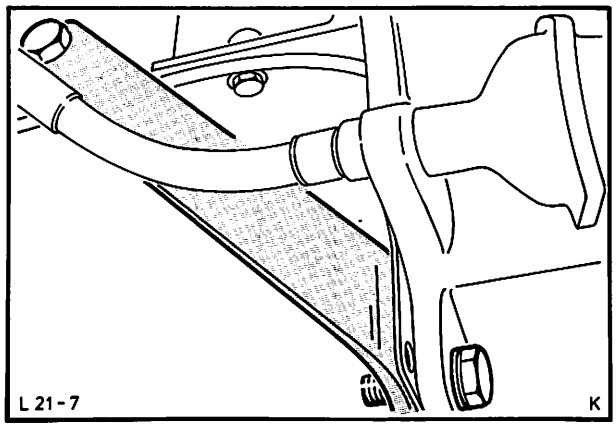

Abb. 12 Strebe Motor – Getriebe entfernen „B"-Motor
9. Motor vom Flansch – Kupplungsgehäuse lösen (6 Schrauben), beim „B"-Motor zusätzlich Strebe Motor – Getriebe entfernen, Abb. 12.